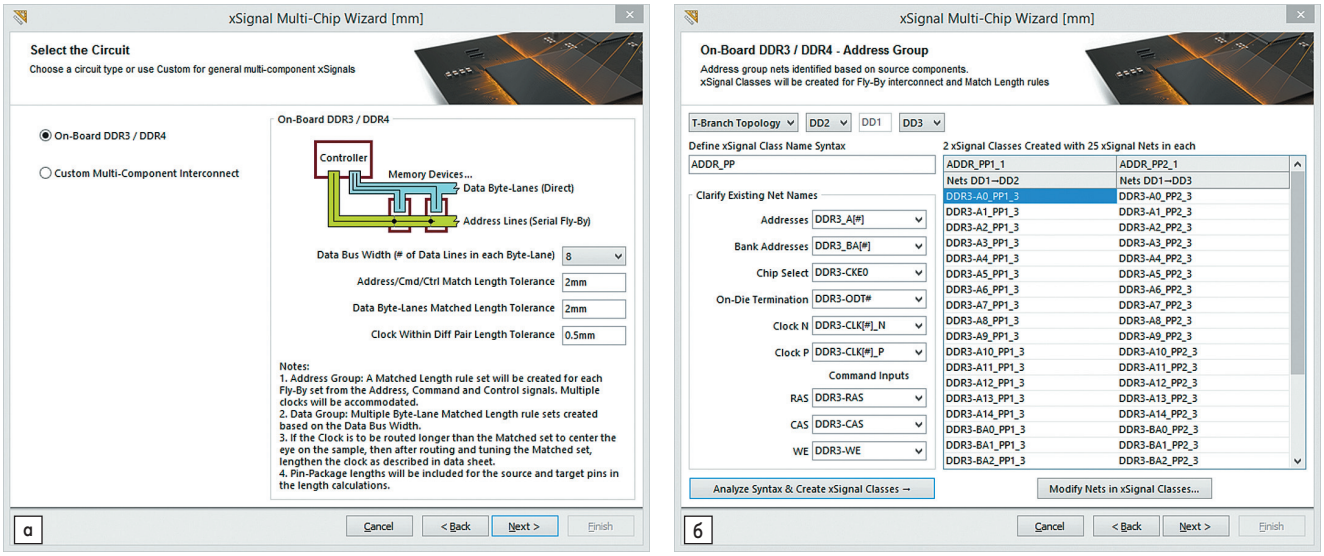

Рис. 7. Диалоговые окна xSignal Wizard: а) назначение правил; б) формирование классов
- Первый этап — выбор режима работы мастера и введение пользователем числовых значений для последующего формирования правил, соответствующих по длине цепей (Matched Length Groups), отдельно для групп цепей «Адреса/Команд/Управления» (Adress/Cmd/Ctrl) и для цепей «Шины данных» (Data Byte-Lanes), правил для группы, соответствующих по длине «Тактовых» (Clock) цепей внутри дифференциальных пар (Diff Pair Matched Lengths) (рис. 7а).
- На третьем этапе задается тип будущей топологии цепей — Т-образная или Fly-By, для последней требуется указать последовательность пути прохождения будущей топологии. Мастер сам подбирает цепи шины адреса, цепи команд и управления. Пользователь может определять синтаксис наименования цепей и назначать цепи команд и управления. После выбора цепей для создания списка маршрутов xSignals выполняется команда Analyze Syntax and Create xSignals Classes. Мастер маршрутов xSignals на основе синтаксиса и анализа соединения компонентов сформирует перечень классов маршрутов xSignals (xSignals Classes), как показано на рис. 7б. Количество создаваемых классов совпадает с количеством модулей памяти.